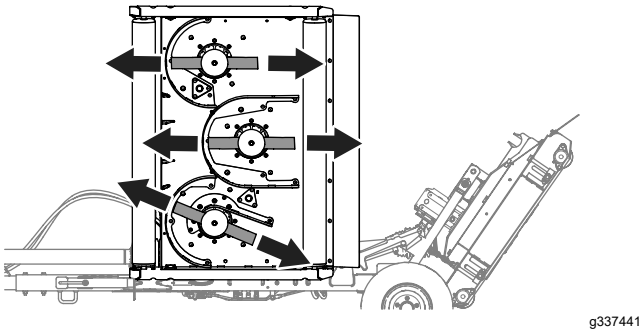

Figuur 70
1. Lijn het maaimes uit zoals getoond in Figuur 70.